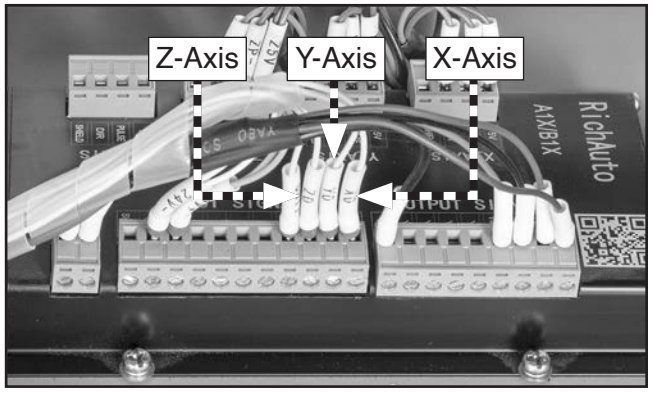

Figure 46. Interface board limit switch axes.
7. Swap faulty axis limit switch input wire on interface board (see **Figure 46**) with any one of the known good axes input wires (X1=X-axis, X2=Y-axis, X3=Z-axis).